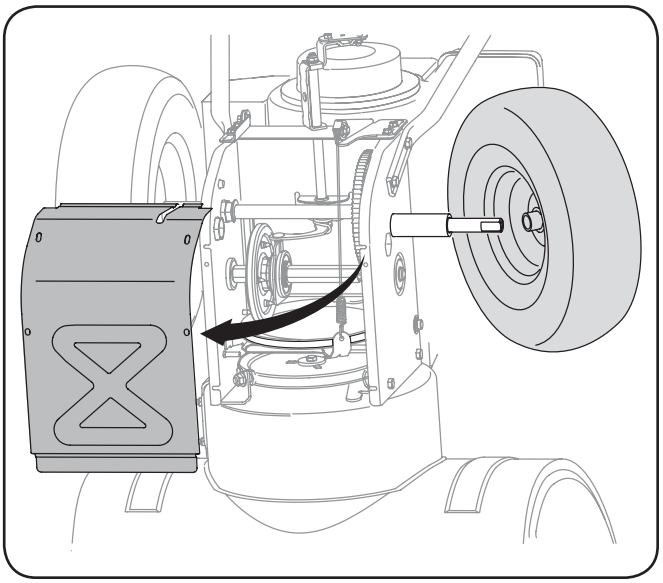

Fig. 7-8
3. Démontez le couvre-châssis du dessous de la souffleuse en retirant les quatre vis auto-taraudeuses qui le maintiennent en place. Voir la Fig. 7-8.
4. Démontez le couvre-châssis du dessous de la souffleuse en retirant les quatre vis auto-taraudeuses qui le maintiennent en place. Démontez la roue de droite en enlevant la vis et la rondelle creuse qui la maintiennent sur l'essieu. Voir la Fig. 7-8.